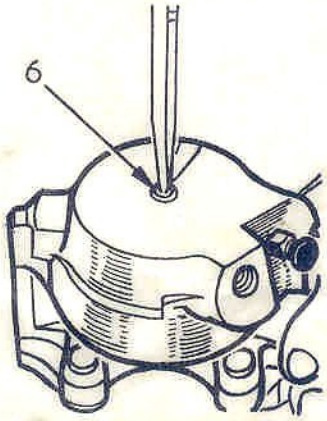

fig. 4
13-2 **Guider à l'aide d'un petit tournevis** l'axe du système de réglage automatique (6) pour le faire passer dans son logement (fig. 4).